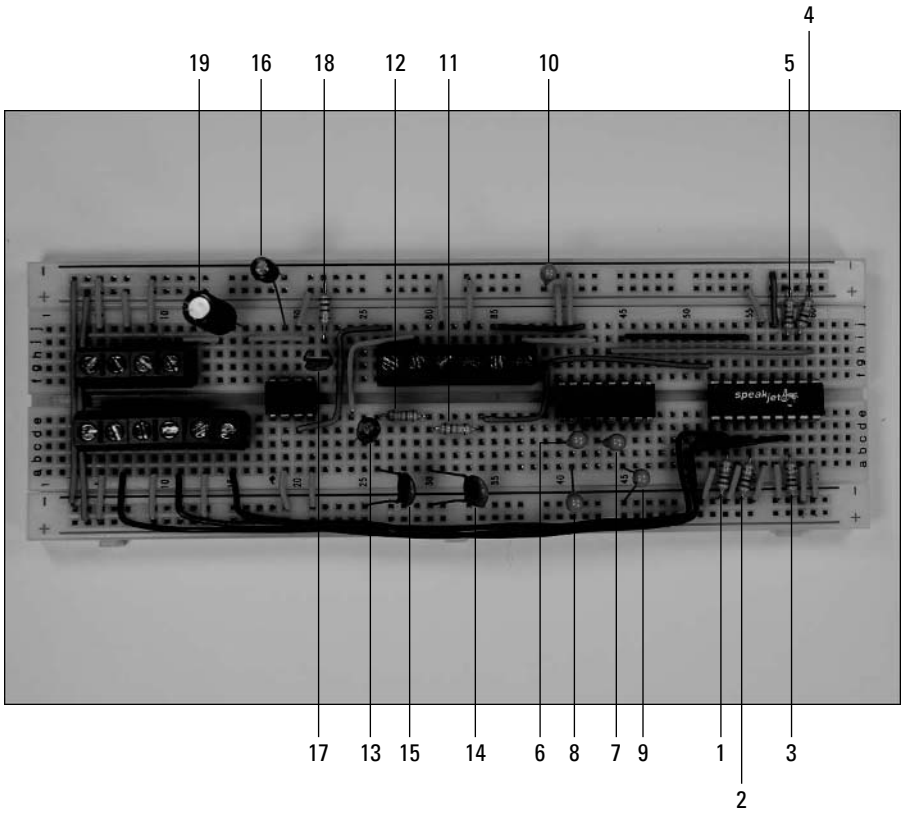

Figure 7-9: Insert resistors and capacitors on the breadboard.
5. **Insert discrete components on the breadboard, as shown in Figure 7-9.**